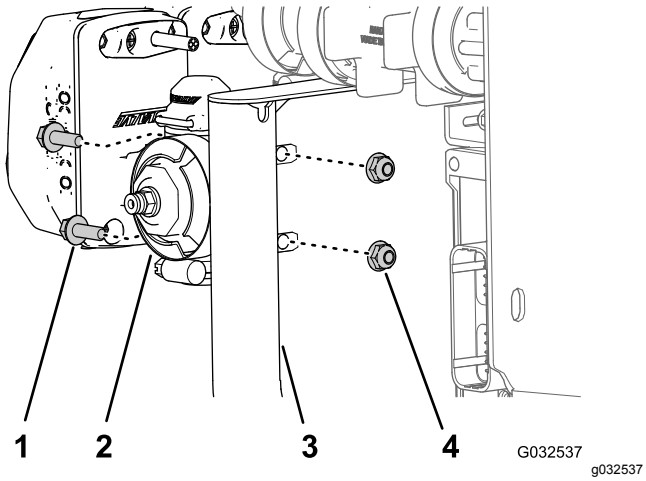

Figur 92
3. Montera munstycksventil 10 på ventilfästet (Figur 92) med de två flänsskruvar (1/4 x 3/4 tum) och två flänslåsmuttrar (1/4 tum) som du tog bort i steg 2 i Demontera sprutrampssektionernas ventiler från grenrörsfästet (sida 27).